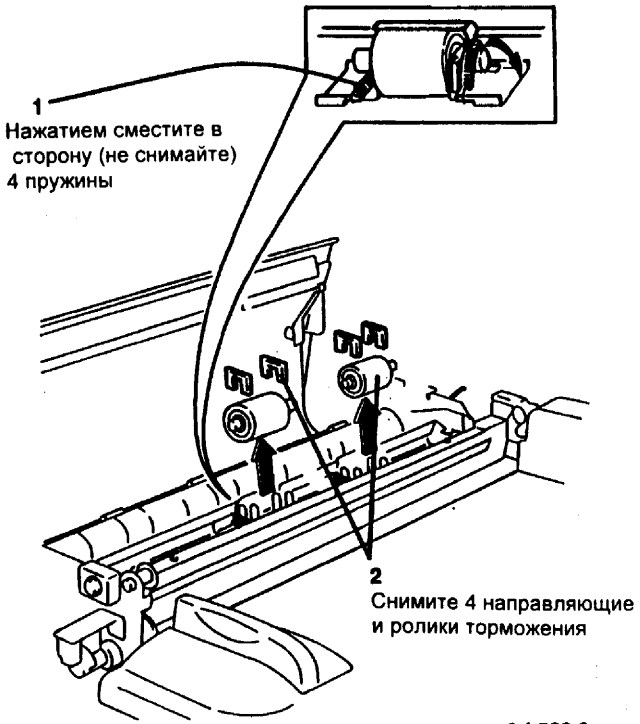

Рис. 2 Снятие ролика торможения
3. (Рис. 2) Снимите ролики торможения.
ПРИМЕЧАНИЕ: (Рис. 2) Не снимайте пружины, фиксирующие ролики торможения. Если пружины сняты, проверьте установлены ли на передних роликах торможения зеленые пружины. Обратитесь к PL 8.5B.